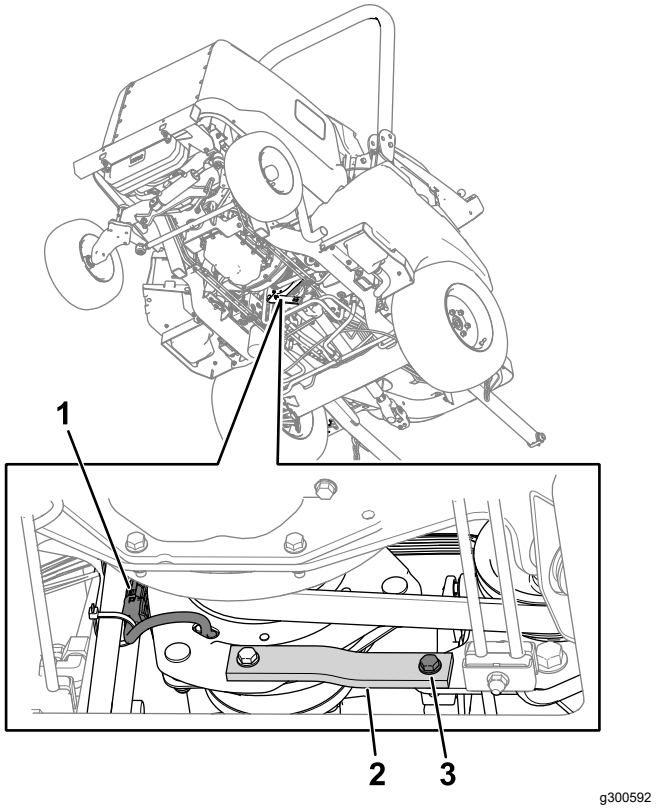

Figura 79
2. Desenchufe el conector del arnés de cables del embrague del arnés de cables de la máquina (Figura 79).
3. Retire el perno, la arandela y la tuerca de las correas de metal y goma (Figura 79) del bastidor.